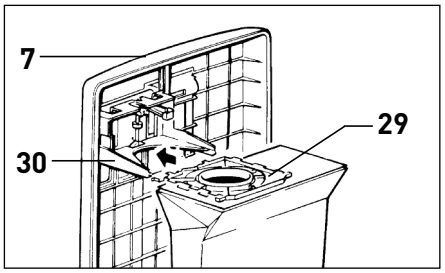

Figure 9
## Changement du Sac-filtré - Figure 9
| | 2. Le sac n'est pas installé correctement. | 2. Avec la trappe d'ouverture du couvercle (5) vers le haut, réinsérer le sac jusqu'à ce qu'il soit fermement attaché à son support. Voir figure 9, page 10. |